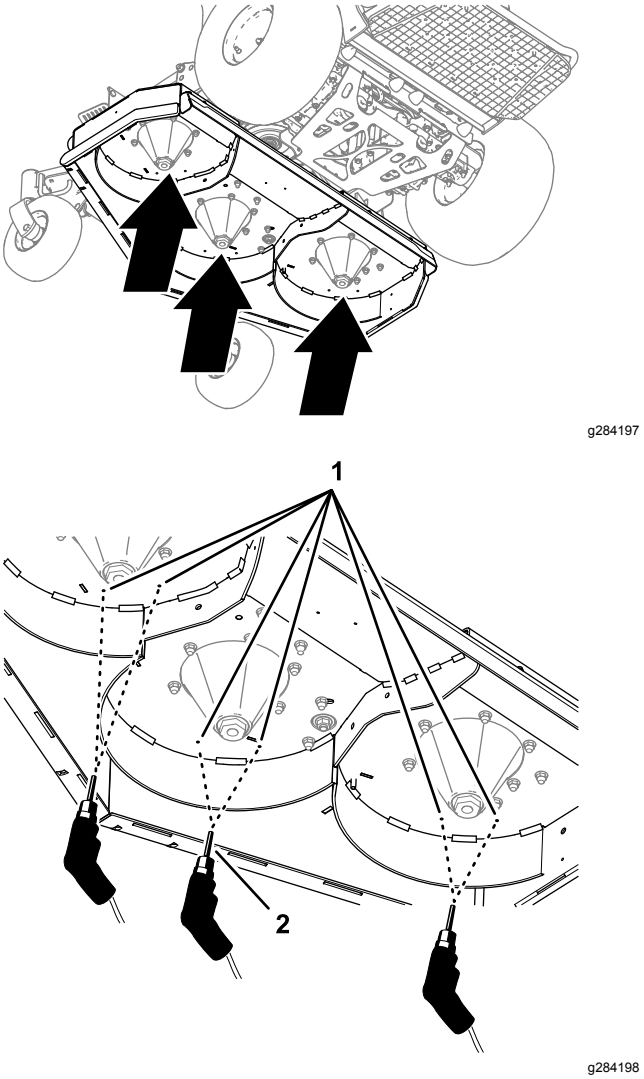

Figure 12
4. At the bottom of the mower deck, drill the 6 pilot holes in the deck with a 10 mm (3/8 inch) drill bit as shown in Figure 12.